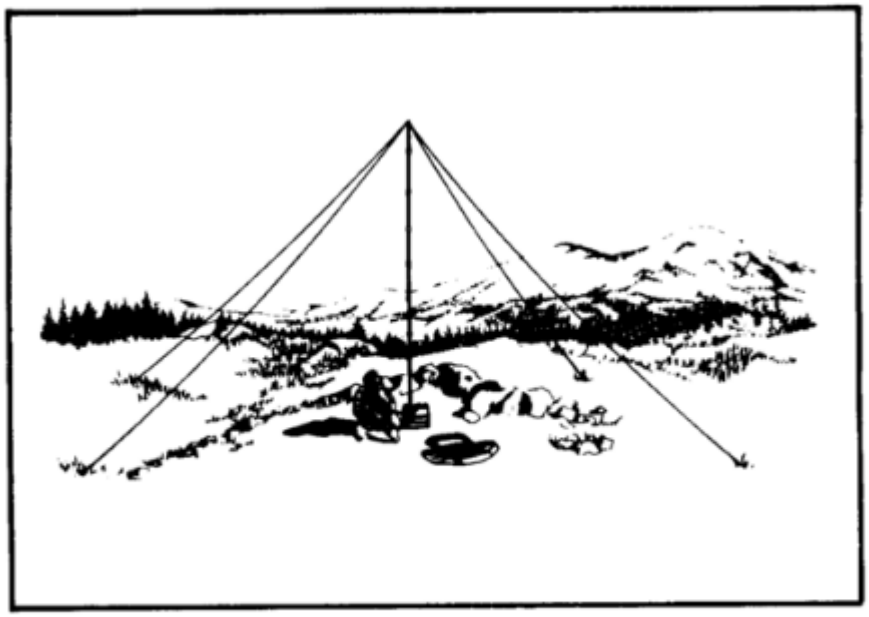

Figure 3-16. AS-2259/GR (NVIS).
a. The NVIS Antenna AS-2259/GR is a lightweight, sloping dipole, omnidirectional antenna. It is designed to be used with an AM radio operating in the HF range of 2 to 30 MHz. It provides high angle radiation (near vertical incidence) to permit short-range sky wave propagation over communications circuits varying from 0 to 300 miles. It can be used with tactical HF radio communications equipment that tunes a 15-foot whip antenna. Examples of such equipment are the AN/GRC-106 and the IHFRs (AN/PRC-104A and AN/GRC-213/193A). Figure 3-16 shows an operational AS2259/GR NVIS.